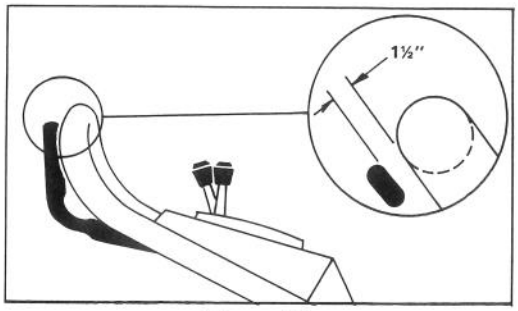

Figure 17
3. Lift control bar until some resistance is felt. Control bar should be 1½" from handle when properly adjusted (Fig. 17).